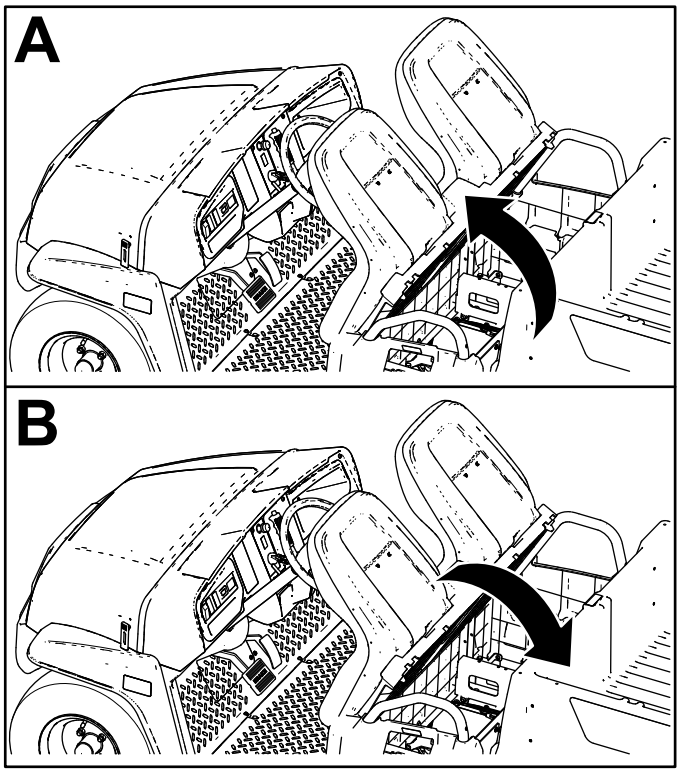

Bild 26
Schieben Sie den Sitz vorwärts, bis er am Lenkrad aufliegt, um ihn anzuheben (Bild 26).
Schieben Sie den Sitz rückwärts, bis er in der Ausgangsstellung ist, um ihn abzusenken (Bild 26).
1. Schieben Sie den Sitz vorwärts in die angehobene Stellung (Bild 26).